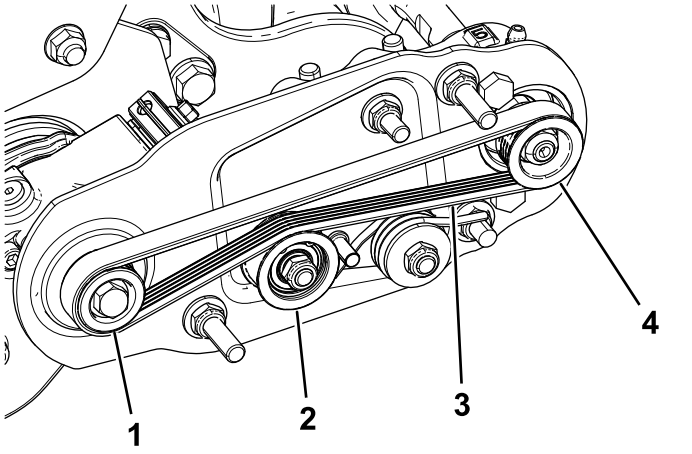

Figura 16
- Passe a correia em redor da polia da **transmissão** e, em seguida, sobre a parte superior da polia intermédia (Figura 16).